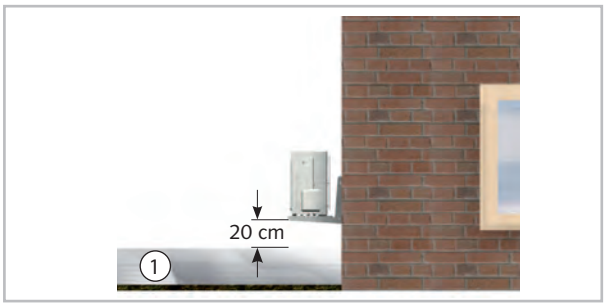

Abb. 32: Schutz vor Schnee
- Wird das Gerät in einer Gegend mit starkem Wind aufgestellt, muss es vor dem Wind geschützt werden und es wird ein zusätzliches Stabilisieren empfohlen. Das kann z.B. mit Drahtseilen oder anderen Konstruktionen realisiert werden (Abb. 31). Bei der Montage sind Schneegrenzen zu beachten (Abb. 32).
- Beachten Sie bei der Aufstellung die zu erwartende Schneehöhe und eine Erhöhung um ca. 20 cm, damit ganzjährig ein freies Ansaugen und Ausblasen der Außenluft gewährleistet werden kann (Abb. 32).